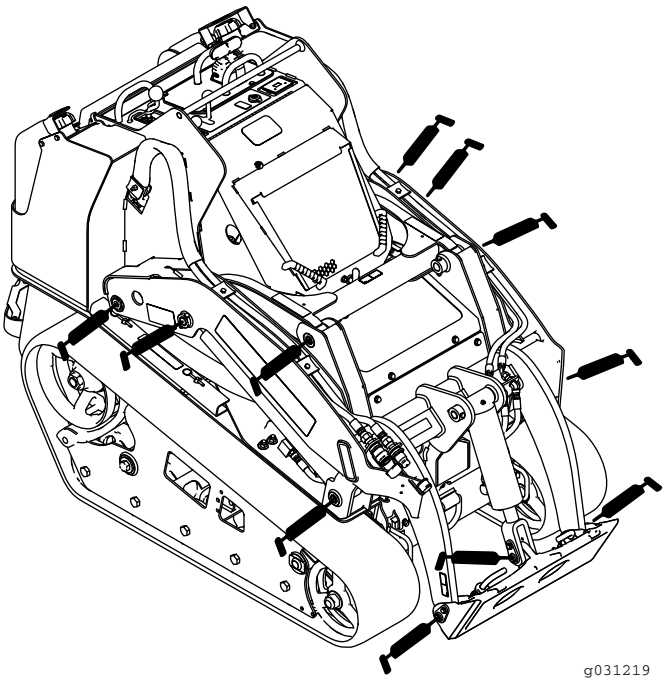
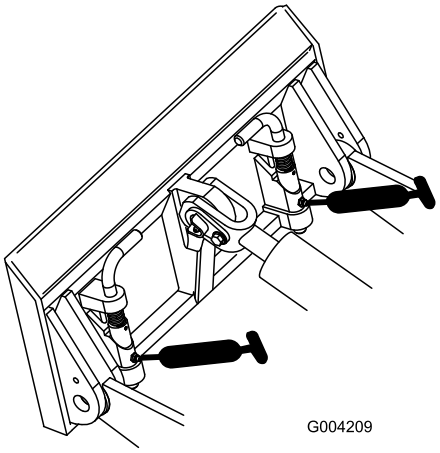
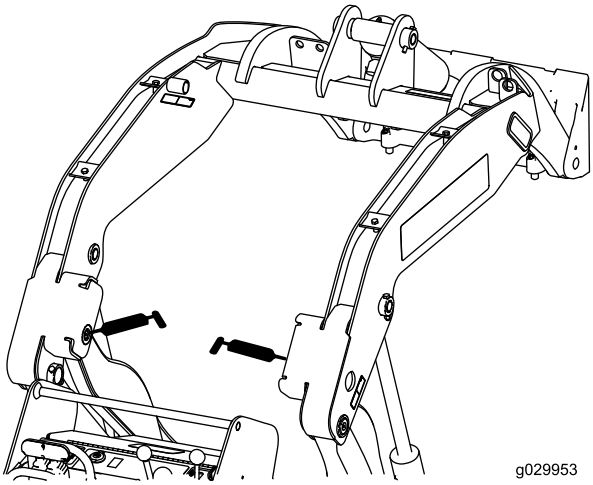

Figuur 41
Figuur 42
Figuur 43
3. Sluit een smeerpistool aan op elke smeernippel (Figuur 41, Figuur 42 en Figuur 43).
Opmerking: Breng de armen van de lader omhoog voordat u de smeernippels smeert in Figuur 43.